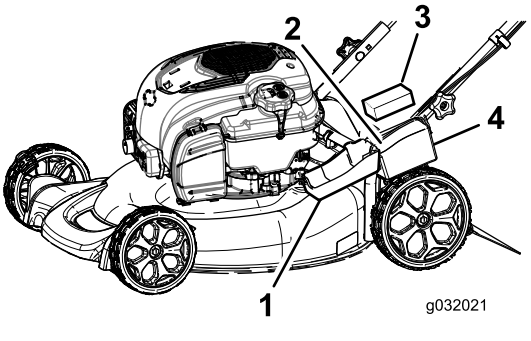

Figur 29
1. Snäpp upp batteriluckan och ta bort den (Figur 29).